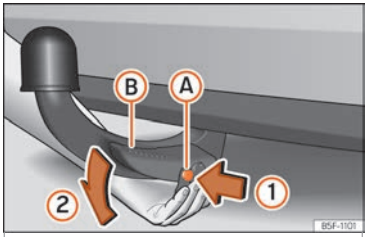

Fig. 189 Desmontar o gancho de reboque
- Pressione o perno de desbloqueio Ⓐ no sentido da seta ① e, ao mesmo tempo, a alavanca Ⓑ no sentido da seta ② até ao limite ››› Fig. 189.